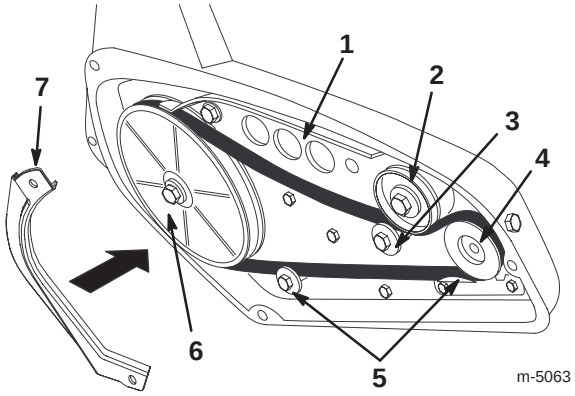

Figur 21
6. Ta bort den gamla drivremmen från motorremskivan och mellanremskivan (figur 21).
7. Tryck nedåt på mellanremskivan och ta loss den gamla drivremmen från rotorskivan (figur 21).
8. Tryck nedåt på mellanremskivan och dra en ny drivrem runt rotorskivan (figur 21).
9. Släpp mellanremskivan och dra den nya drivremmen över de två remstyrningarna, runt motorremskivan och mellan mellanremskivan och rullen (figur 21).
Viktigt Drivremmen måste vara ovanför rullen och de två remstyrningarna, enligt figur 21.